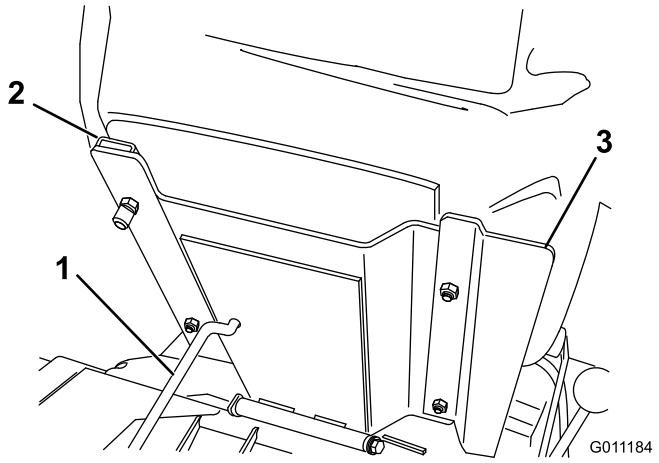

Figur 5
3. Fäst sätet, sätespanelen och sätesskenorna på sätesstödet med låsmuttrarna (5/16 tum) (Figur 5) som medföljer bland de lösa delarna. Montera sätespanelen på höger sida, placerad på det sätt som visas i Figur 5.